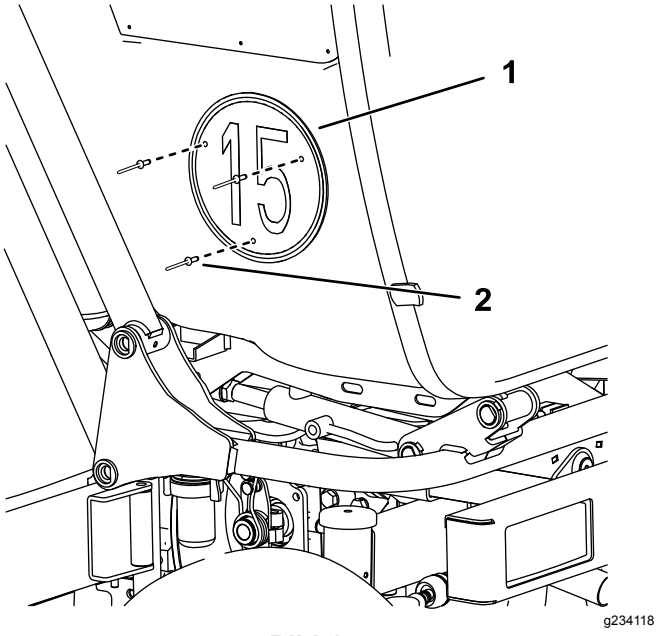

Bild 1
3. Befestigen Sie ein Geschwindigkeitsschild in den Löchern, die Sie in Schritt 2 gebohrt haben, mit Nieten an jeder Seite der Fangbox (Bild 1).